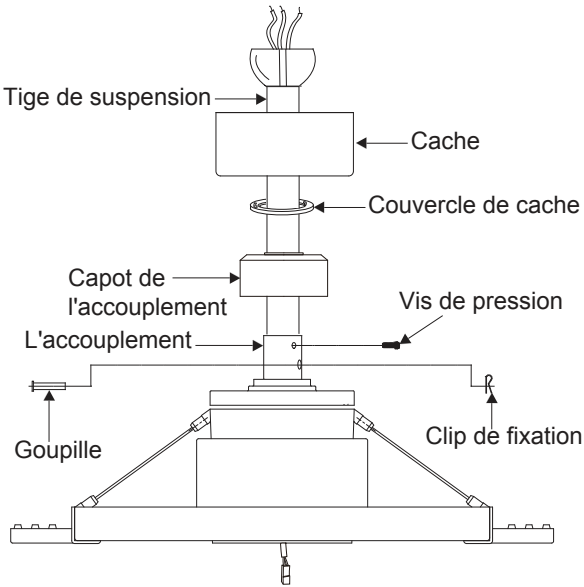

Fig. 10
Étape 8. Faites glisser le couvercle pour accouplement, le couvercle de monture et la monture sur la tige de suspension. (Fig. 10)